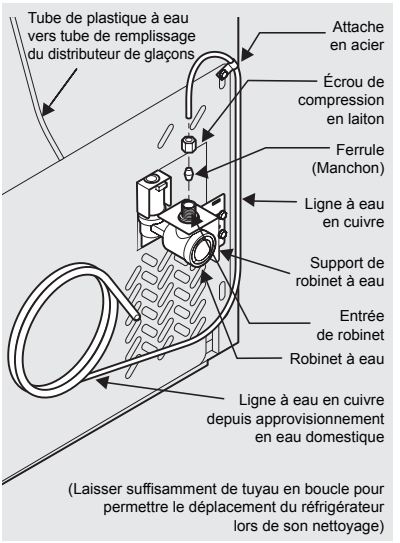

Figure 1
4. Si vous utilisez des tubes en cuivre - glisser l'écrou à compression en laiton, puis la bague d'extrémité (manchon) sur la conduite d'alimentation en eau. Enfoncer la conduite d'alimentation dans l'entrée du robinet à eau aussi loin que ça peut aller 6,4 mm (¼ pouce). Glisser la bague d'extrémité (manchon) dans l'entrée du robinet et serrer à la main l'écrou de compression sur le robinet. Serrer d'un autre demi-tour avec une clé; NE PAS serrer trop fort. Voir Figure 1.